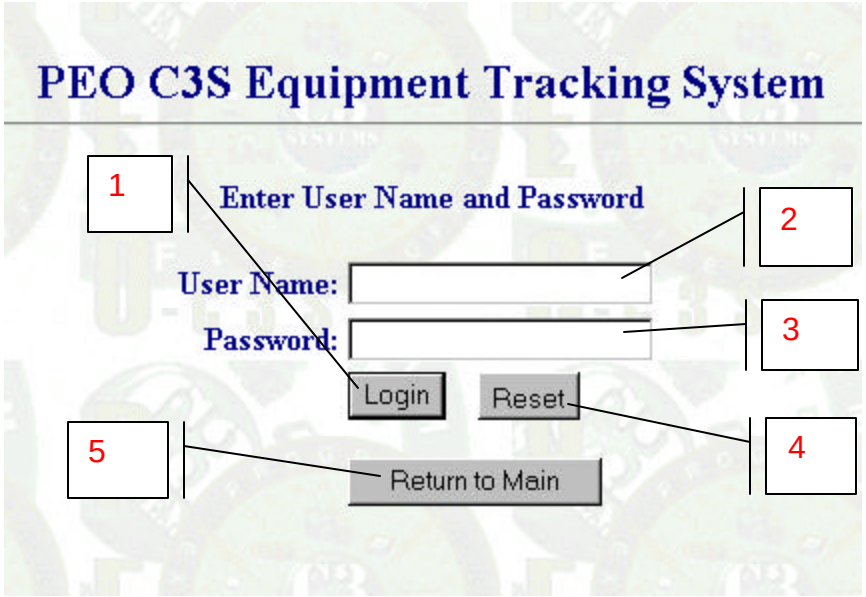

FIGURE 10-1. Example Call-Out Screen
The system administrator enters the word "Administrator" in the User name block (2, Figure 10-1) and his/her password in the password block (3) to gain access to the PEO C3S Equipment Tracking System database.